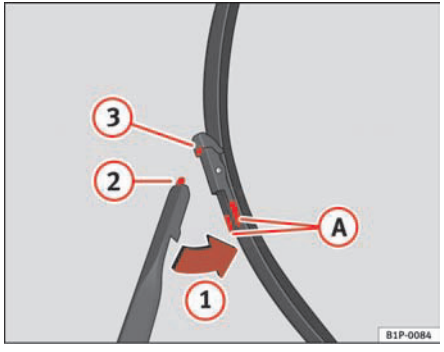

Fig. 141 Changing the front wiper blades
– Press on the lateral buttons (A) and release the blade by moving it in the direction of the arrow (1) ⇒ fig. 141.
– Insert the tab (2) into the allotment (3) of the blade ⇒ fig. 141.
– Move the blade towards the arm in the opposite direction of the arrow (1), until it clicks into place ⇒ fig. 141.